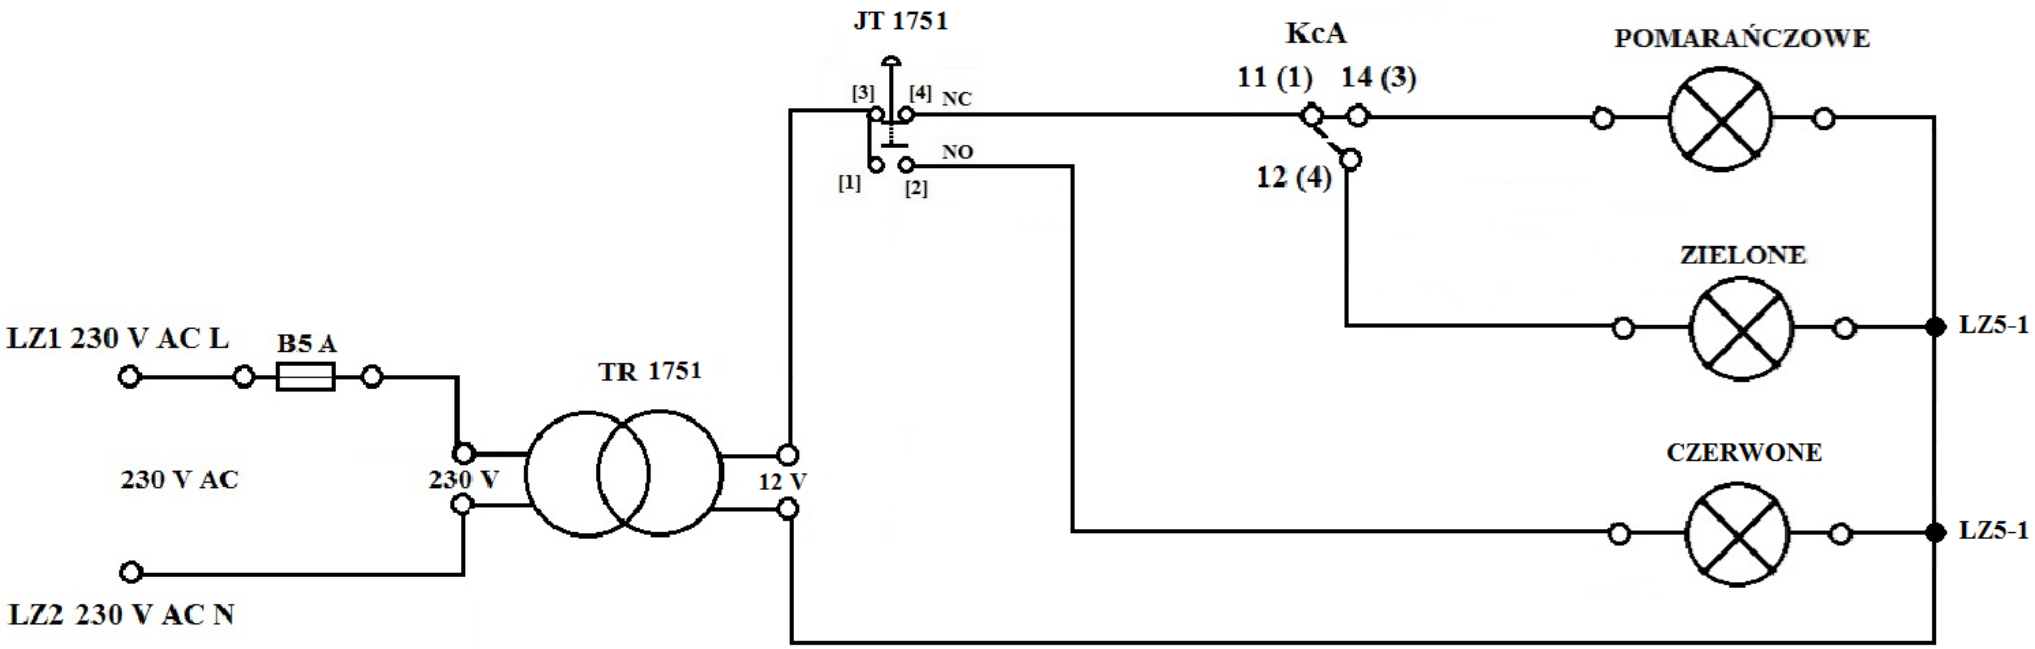

Rysunek 4. Obwód semafora SBL 1751
- usuń usterki połączeń związanych ze światłami w obwodzie semafora SBL 1751 (Schemat B, rysunek 4),
- zlokalizuj usterki związane z brakiem połączeń w układzie obwodu semafora SBL 1751 (Schemat B, rysunek 4) i je usuń.
2. Przeanalizuj *Protokół testu pracy semafora SBL 1751 oraz semafora A*, który opisuje prawidłowe działanie obwodu semafora SBL 1751 i semafora A. Na podstawie analizy protokołu testu pracy oraz schematu obwodu semafora SBL 1751 (Schemat B, rysunek 4) znajdź usterki związanych z brakującymi połączeniami i je napraw. Połączenia wykonaj przewodem DY 1,5 mm^2 w kolorze czarnym.
- usunięcia usterek połączeń związanych ze światłami w obwodzie semafora SBL 1751 (Schemat B, rysunek 4).